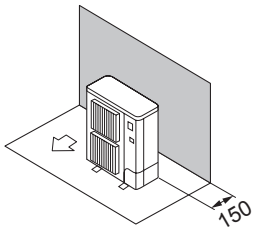

Abb. 2-7
(1) Hindernisse nur auf der Rückseite (Abb. 2-7)